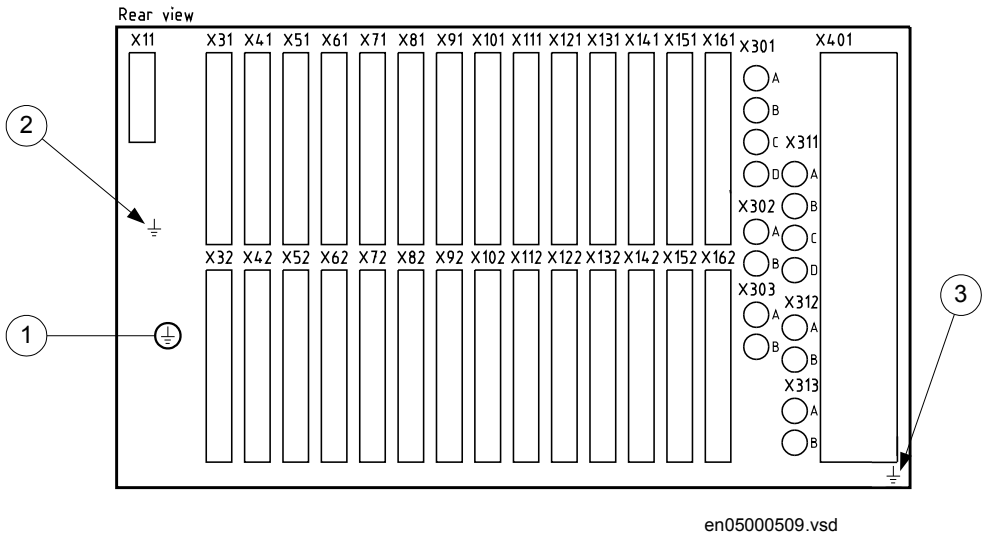

Figure 29: Rear view of IED showing grounding points.
Connect the protective grounding screw (pos 1 in figure 29) on the rear of the IED to the closest possible grounding point in the cubicle. Electrical codes and standards require that protective ground cables are green/yellow conductors with a cross section area of at least 2.5 mm^2 (AWG14). The Power supply module (PSM), Transformer input modules (TRM) and the enclosure are all separately grounded, see figure 29 below.